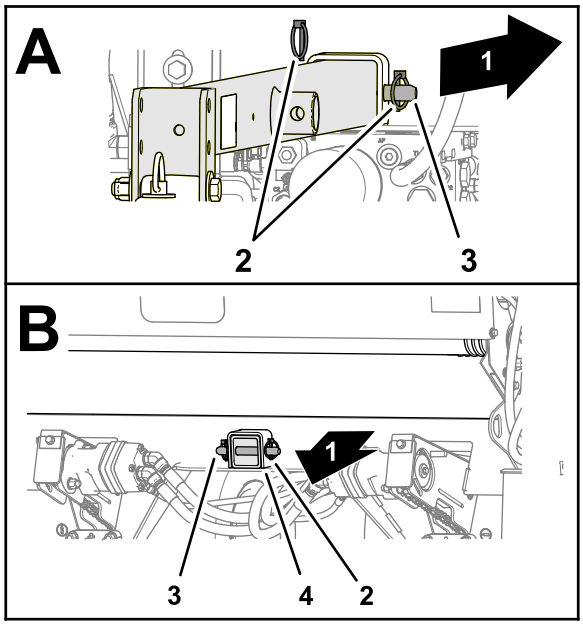

**Figur 4**
2. Ret hullerne i trækstangen ind efter hullerne i modtagerrørene, og fastgør trækstangen til rørene med 2 gaffelbolte og 4 ringstifter (Figur 4).